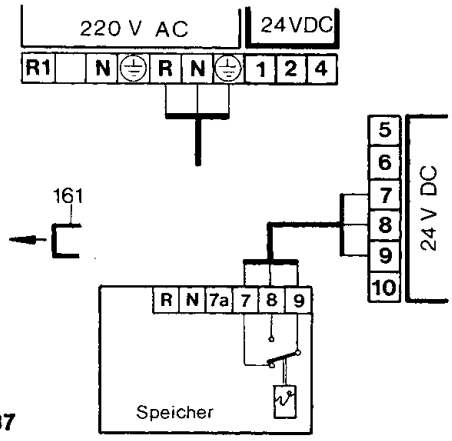

Bild 37
- Anschluß an Klemme 7, 8 und 9 nach Bild 37.